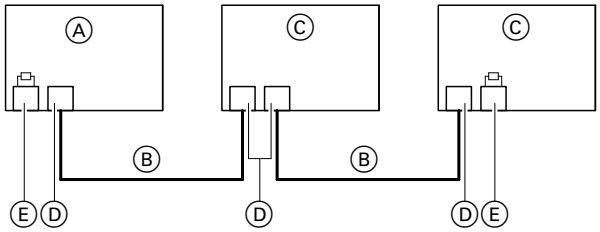

Abb. 56
- Der CAN-BUS der Geräte ist für die BUS-Topologie „Linie“ mit beidseitigem Abschlusswiderstand (Terminierung) ausgelegt: Siehe Abb. 56.